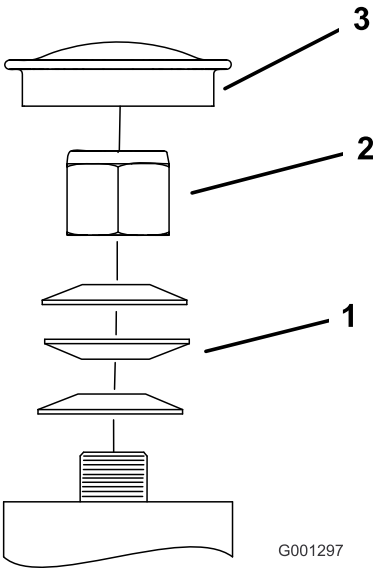

Figura 60
3. Togliete lo scodellino parapolvere dalla ruota orientabile e serrate il dado di bloccaggio (Figura 60).
4. Serrate il dado di bloccaggio finché le rondelle elastiche non sono piatte, quindi allentate di un quarto di giro per mettere a punto il precarico sui cuscinetti (Figura 60).
Importante: Verificate che le rondelle elastiche siano correttamente montate, come riportato nella Figura 60.
5. Montate gli scodellini antipolvere (Figura 60).